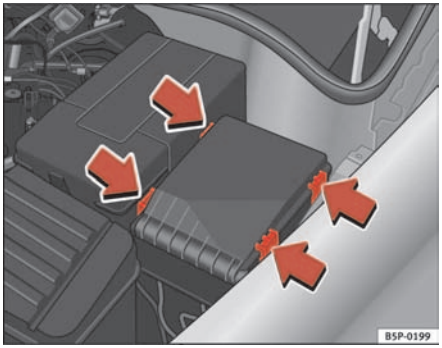

Fig. 179 Fuse box cover in engine compartment
– Prise off the fuse cover in the engine compartment by pressing the tabs towards the centre of the cover ⇒ fig. 179.